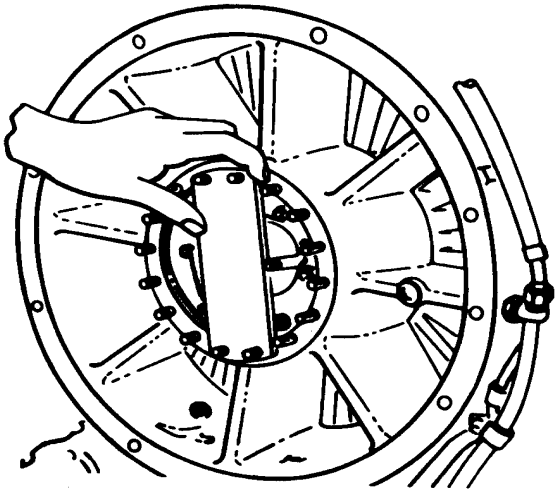

Figure 1. Installation of 3755 Compressor Rotor Holder Tool in the Compressor Extension
a. Install 3755 extension shaft and compressor holder tool in the compressor extension shaft (figure 1).
aa. Adjust knurled jam nuts (View A, figure 1) on 6796814 air inlet housing adapter (6796815) to parallel rail stand mounting adapter so that no weight is being supported at air inlet housing trunnion adapters.